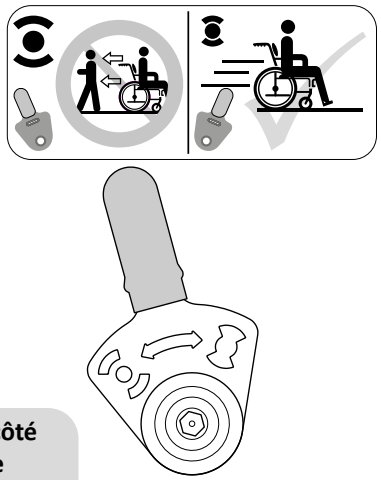
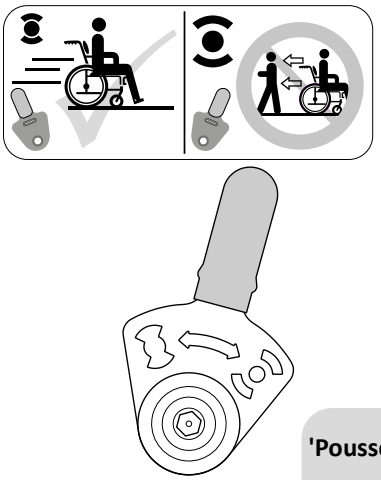
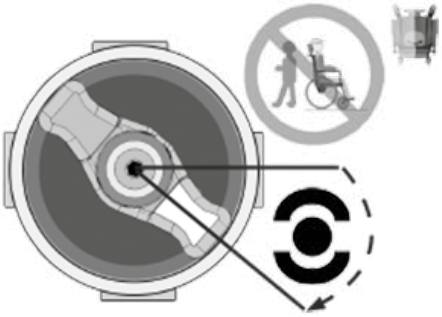
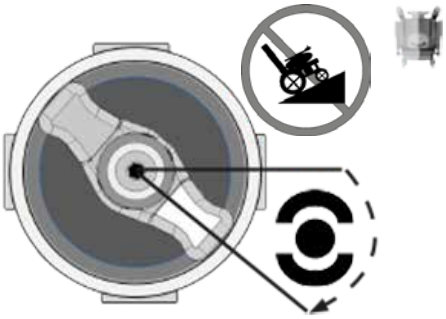

Fig. 5.4
Fig. 5.5
Fig. 5.7
Fig. 5.8
Position **'Poussée'** : Tournez le levier de sorte que le levier situé du côté de la roue motrice soit orienté comme illustré ci-dessous (Fig. 5.4 - Fig. 5.5 ou Fig. 5.7 - Fig. 5.8).
- Ne laissez jamais un fauteuil en position 'Poussée' sans surveillance avec son utilisateur à son bord (Fig. 5.4 - Fig. 5.5).
- Ne placez jamais le levier en position 'Poussée' quand vous êtes en pente. Lorsque le levier de débrayage est placé sur 'Poussée', le frein de stationnement automatique est désactivé. Le fauteuil pourrait alors reculer dans la pente (Fig. 5.4 - Fig. 5.5).